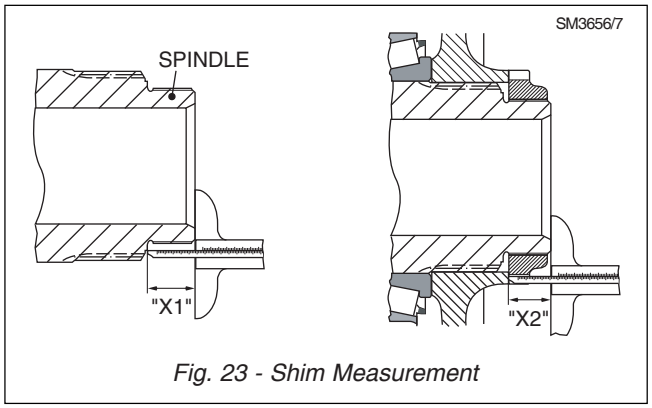

Fig. 23 - Shim Measurement
21. Measure dimension 'X1' from the top face of the hub carrier (50) to the face at the end of thread engagement. Refer to Fig. 23.